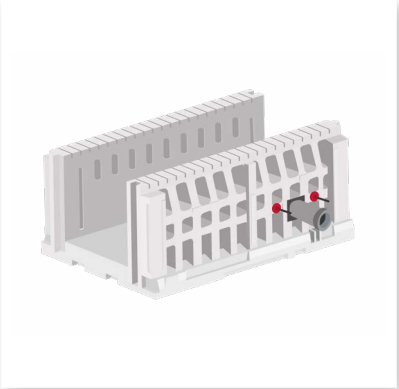

Afbeelding D.07
4.1 Plaats altijd trekstangen aan beide zijden van de doorvoer. ***(Afbeelding D.07)***